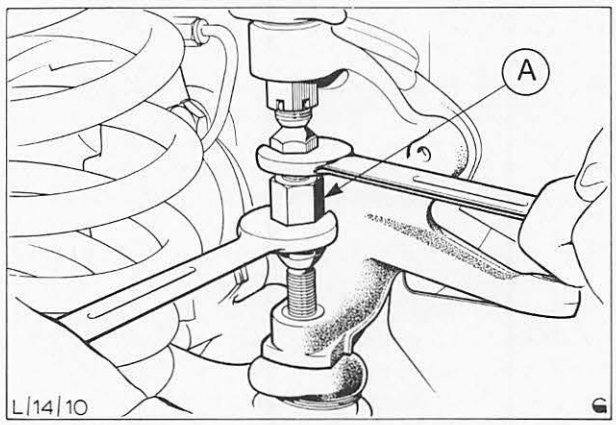

Abb. 15 A = Abzieher – Kugelgelenk 14–001 A
10. Zwei Splinte entfernen, Muttern lösen und Kugelgelenke mit Werkzeug 14-001-A vom unteren und oberen Querlenker trennen, Abb. 15. Muttern und Achsschenkel abnehmen.